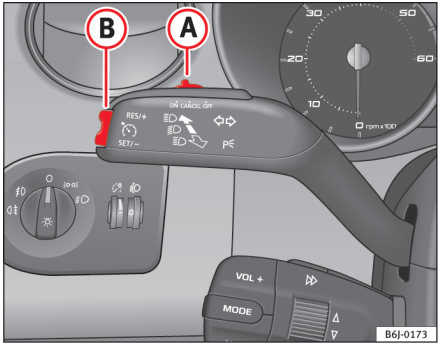

Fig. 112 Blink- og fjernlysarm: kontakt og vippeknap til fartpilot
– Tryk et kort øjeblik på den nederste del af vippeknappen **SET** ⇒ side 148, fig. 112 (B), når den hastighed, der skal gemmes, er nået.